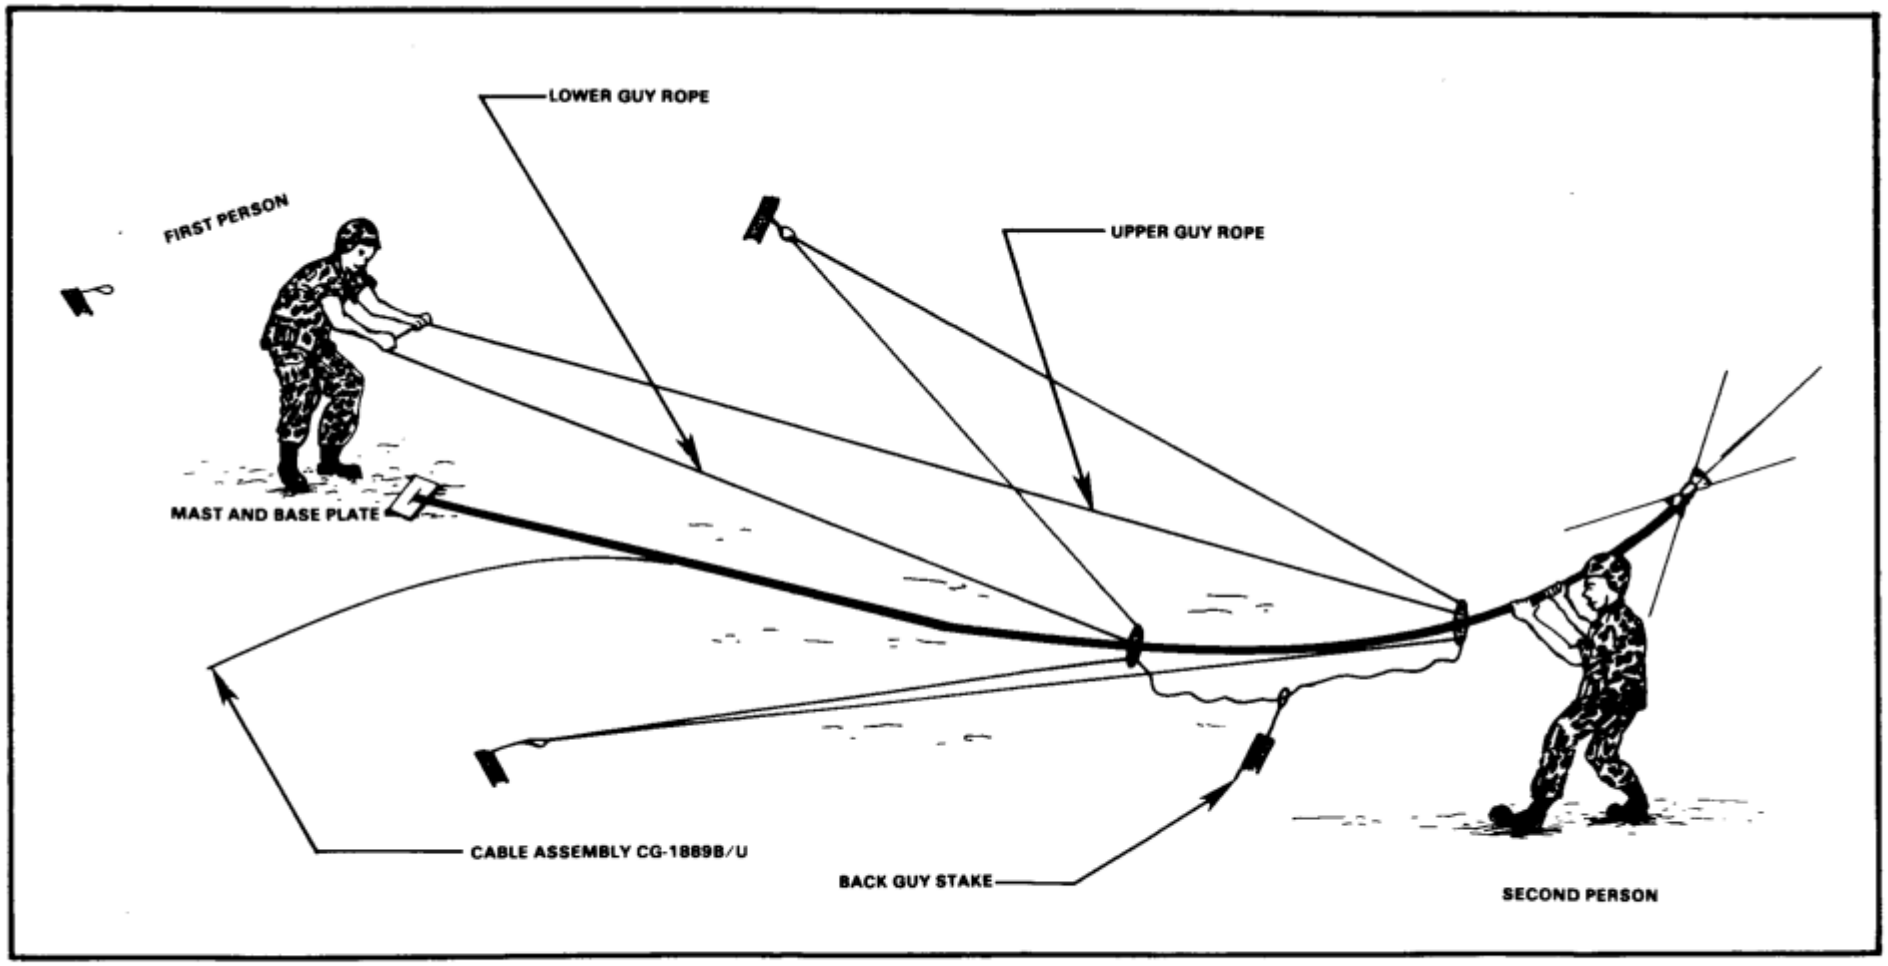

Figure 3-14. Erecting antenna group OE-254/GRC.
e. Make sure that the mast assembly is laid out straight and crosses beside one guy stake (the back guy stake, Figure 3-14).
g. Lay the two bottom (upper and lower) guys along one of the tightened side guys and adjust them to the same length. Attach the bottom guy ropes to the back guy stake (Figure 3-14).
(1) Installer—near the baseplate assembly in line with the far guy stake holding the free guys (Figure 3-14).
(2) Assistant—at the top holding the antenna at shoulder height.